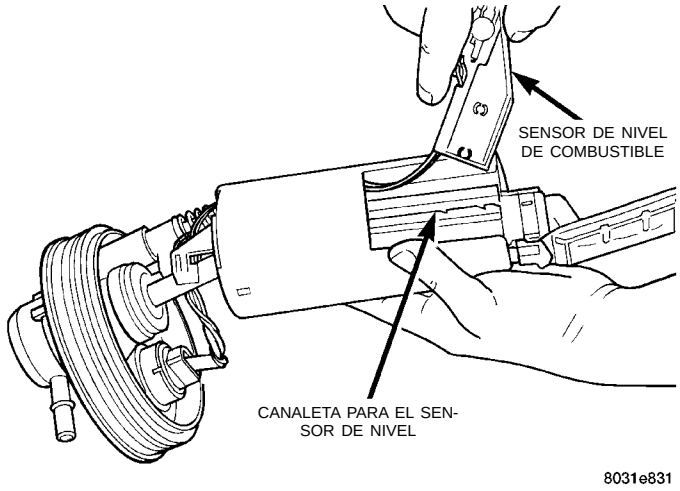

Fig. 26 Procedimiento para aflojar el sensor de nivel
(5) Inserte un destornillador entre el módulo de la bomba de combustible y la parte superior de la cubierta del sensor de nivel (Fig. 26). Empuje apenas el sensor hacia abajo.
(2) Envuelva los cables en la acanaladura situada en la parte trasera del sensor de nivel (Fig. 26).